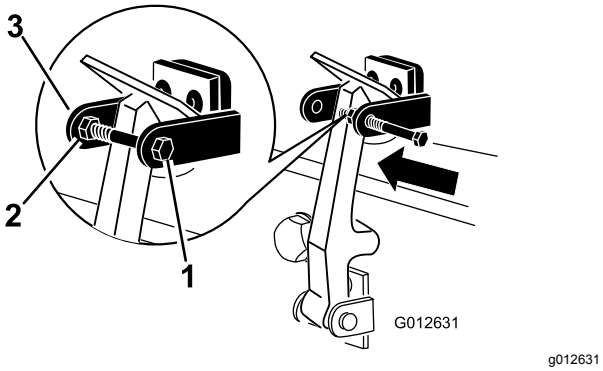

Figur 10
7. Skru bolten ind i den anden arm på hjelmlåsebeslaget for at låse låsen på plads (Figur 10).